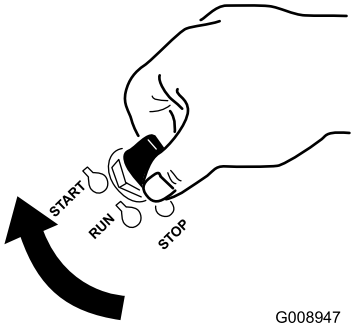

Figur 31
1. Vrid nyckeln till STARTLÄGET (Figur 31).